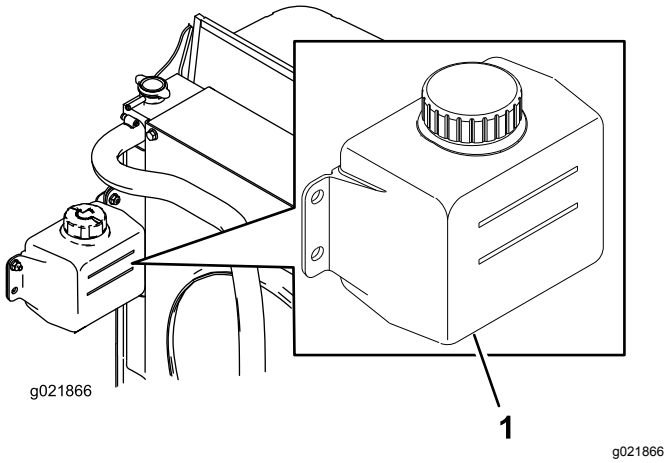

Figur 28
1. Kontrollera kylvätskenivån i expansionstanken (Figur 28).